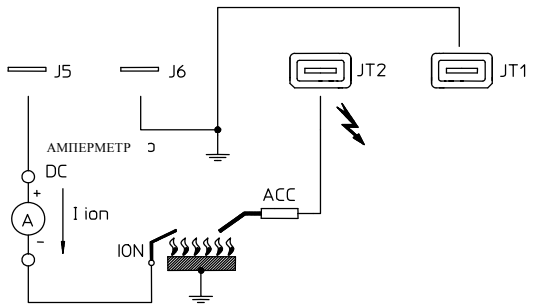

Рис. 6
- Уровень сигнала пламени достаточный, см Рис.6 для измерения уровня сигнала;